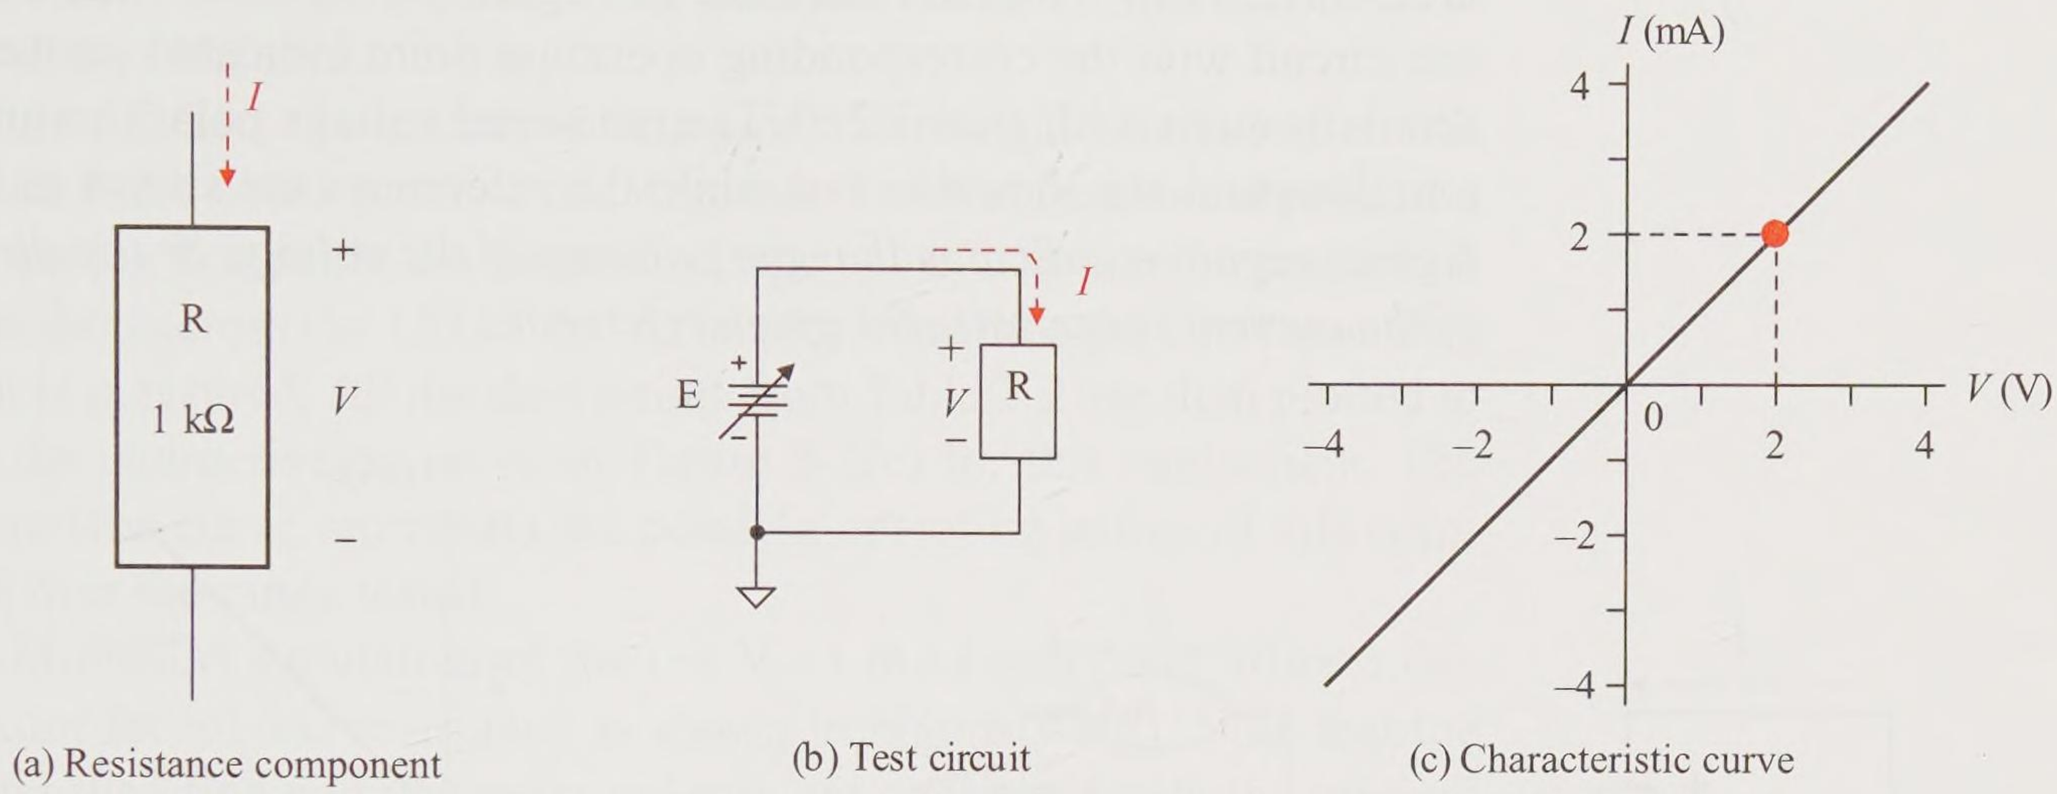

Figure 3-2 (a,b,c) Characteristic curve of a fixed 1 kΩ resistance
It is sometimes convenient or necessary to use a graph to characterize the resistance of a component or a circuit by relating its current and voltage. This is especially true for nonlinear resistances, where the resistance value changes with different values of current through the component. It is *standard practice* to plot the current *I through* the component as a function of voltage *V across* the component. Thus the current *I* is plotted on the *vertical axis* as a function of the voltage *V* on the *horizontal axis* as shown in Figure 3-2(c). The axes are labeled with their associated units in parenthesis, for this example *I* (mA) and *V* (V).
Figure 3-2 represents (a) the component under test, (b) the test circuit used to find corresponding operating points of voltage and current for the component, and (c) the resulting **characteristic curve** of the measured operating data points of the component. The experimental operating data points are given in Table 3-2. Each data point is plotted on the characteristic curve and then the data points are connected with a continuous line. In the test circuit of Figure 3-2(b), the voltage source E is applied across the resistance *R*, causing current to flow in the resistance. The *voltage across* the resistance creates a corresponding *current through* the resistance.
Measurements of the circuit of Figure 3-2